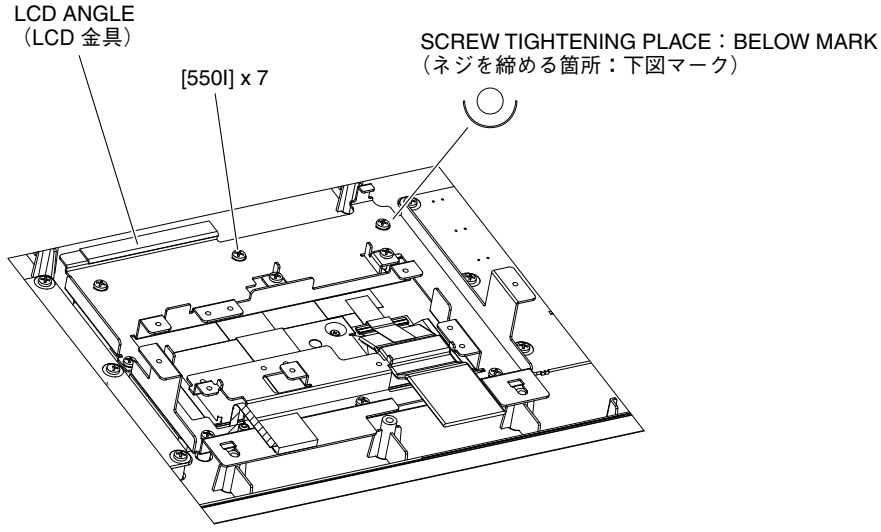

Fig. 7（図 7）
6-4. Remove the seven (7) screws marked [550I]. The LCD angle can then be removed. (Fig. 7)
6-4. [550I] のネジ 7 本を外して、LCD 金具を外します。(図 7)